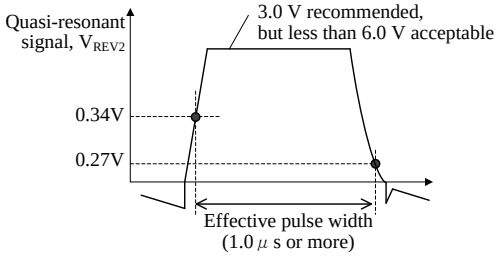

Figure 9-12 The effective pulse width of quasi-resonant signal
- The effective pulse width of quasi-resonant signal is 1.0 μs or more (refer to Figure 9-12)
power supply specification, V_{REV2} < 6.0 V (Absolute maximum rating of the BD pin) and the effective pulse width of quasi-resonant signal is 1.0 μs or more (refer to Figure 9-12).